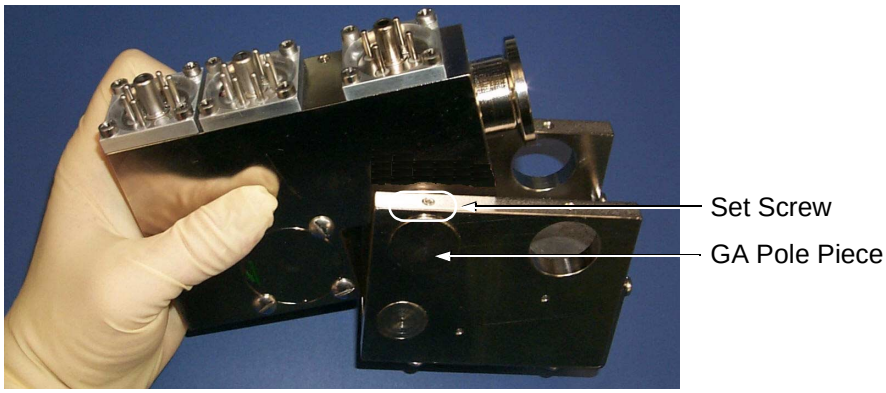

Figure 5-53 Set Screw and GA Pole Piece
2. With the other hand, pick up the magnet assembly and orient it so that the GA pole pieces are the first part to slide onto the spectrometer tube (Figure 5-53).